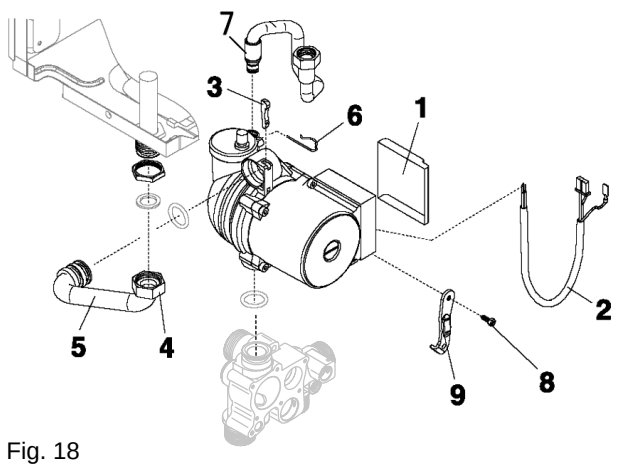

Fig. 18
## 6.5 PUMP ASSEMBLY (see fig. 18)
**6.7 AUTOMATIC AIR RELEASE VALVE (see fig. 18) (AAV)**